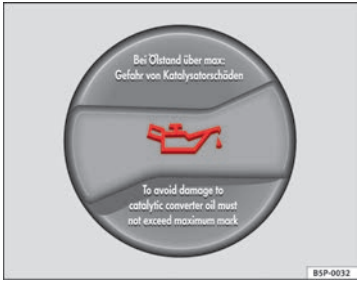

Fig. 133 In the engine compartment: Engine oil filler cap
– Unscrew cap from oil filler opening ⇒ fig. 133.
– As soon as the oil level is in area (B), carefully close the cap.